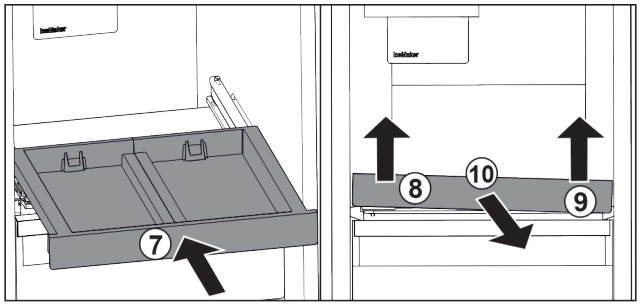

Fig. 91
▶ Slide in the pull-out board. *Fig. 91 (7)*
▶ Lift the pull-out board on the front left. *Fig. 91 (8)*
▶ Lift the pull-out board on the front right. *Fig. 91 (9)*
▶ Take out the pull-out board to the front. *Fig. 91 (10)*